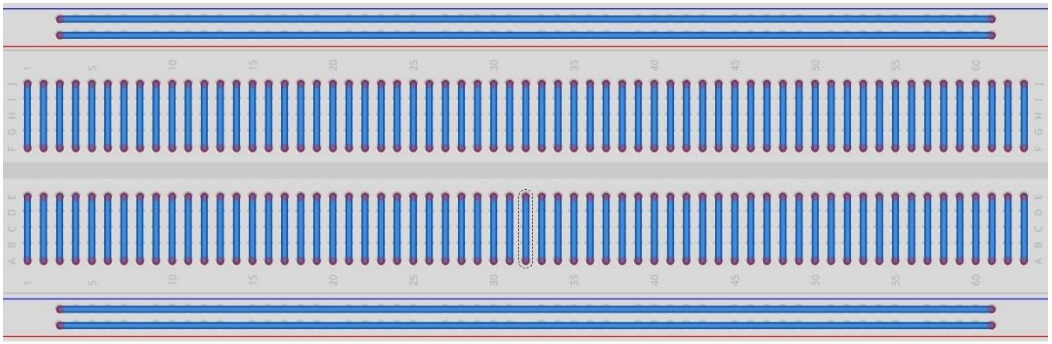

Рисунок 5. Макетная плата
2. Макетную плату (breadboard)(Рис.5).